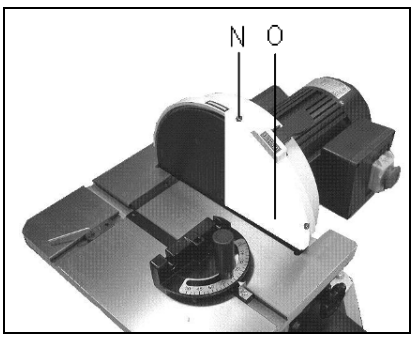

Fig 4
Befestigen Sie den Schleiftellerschutz (O, Fig 4) mit 2 Schrauben (N).
Entfernen Sie den Schleiftellerschutz (O, Fig 4).